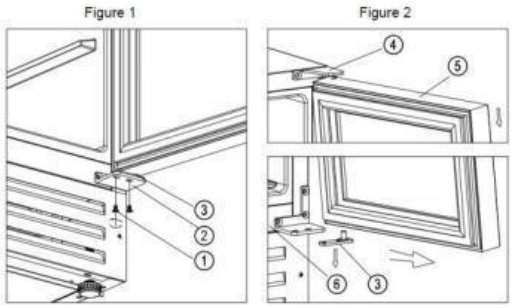

Figures 1–2
2. (Figure 1) Unscrew the two screws (1) from the right lower hinge (2).